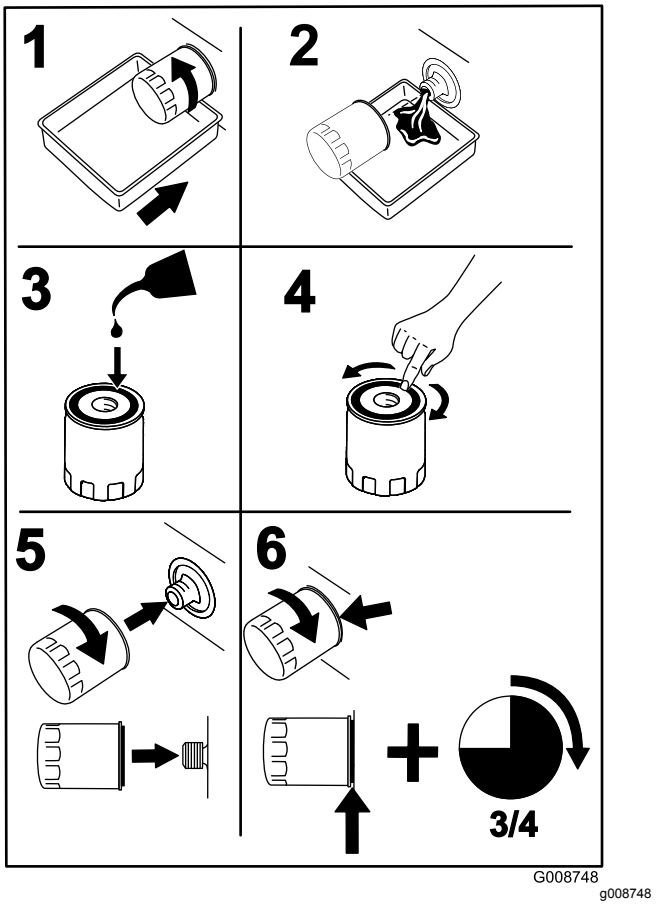

Figuur 71
8. Plaats een opvangbak onder het filter van de verdeler (Figuur 71).